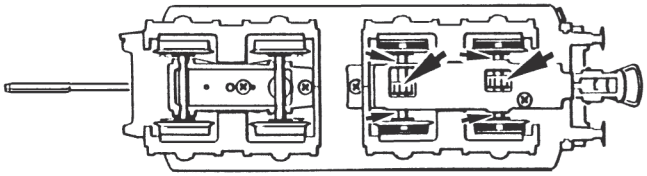

Fig. 9
1. Reinigung der Radstromkontakte: Radstromkontakte können auf unsauberen Schienen leicht verschmutzen. Entfernen Sie **vorsichtig** mit einem kleinen Pinsel **den Schmutz** an den in Fig. 9 gekennzeichneten Stellen.
1. Cleaning of wheel contacts: Wheel contacts easily get dirty on tracks which are not entirely clean. Use a small brush to **remove dirt** from spots marked in fig. 9.
Les lames de contacts risquent de s'encrasser rapidement sur des voies poussiéreuses. Veuillez **enlever la poussière** aux endroits marqués à la fig. 9 à l'aide d'un petit pinceau souple.
Démontez d'abord les flancs de bogies (fig. 9). Envelez les bandages d'adhérence à l'aide d'une aiguille ou d'un tourne-vis fin. Lors du montage des nouveaux bandages veuillez veiller à ce que les bandages **ne soient pas tor-dues** (fig. 10)**.**